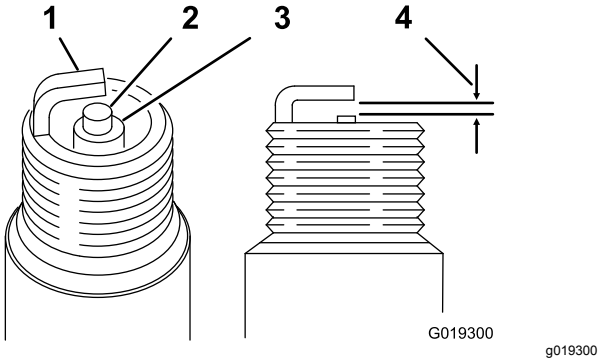

Figur 34
3. Ställ in luftgapet på 0,6–0,7 mm enligt Figur 34. Montera tändstiftet med korrekt luftgap och dra åt ordentligt till 23 N·m.